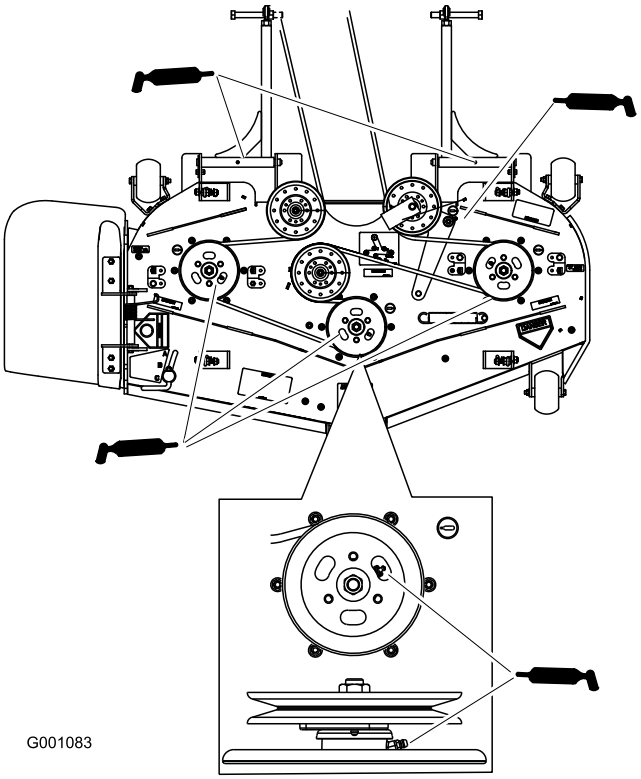

Figur 30
4. Smörj de tre spindellagren under remskivorna tills smörjfett tränger ut ur de nedre tätningarna (Figur 30).
5. Smörj mellandrevsarmen på klippdäcket (Figur 30).
6. Smörj nipplarna på skjutarmarna (Figur 30).